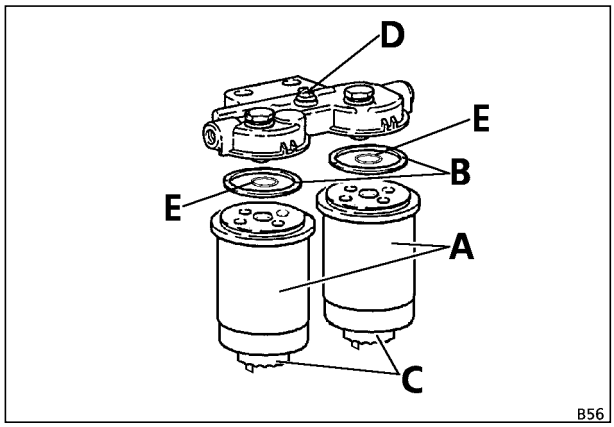

Rys.9
- Nieco poluzować śrubę (D/ KONSERWACJA I OPIEKA Rys. 9).
- Dociągnąć śrubę (D/ KONSERWACJA I OPIEKA Rys. 9)
- Pompować paliwo ręczną pompą (A) tak, aż popłynie bez pęcherzyków powietrza.
- Poluzować śrubę (B) na pompie wtryskowej.
- Ponownie dociągnąć śrubę (B).